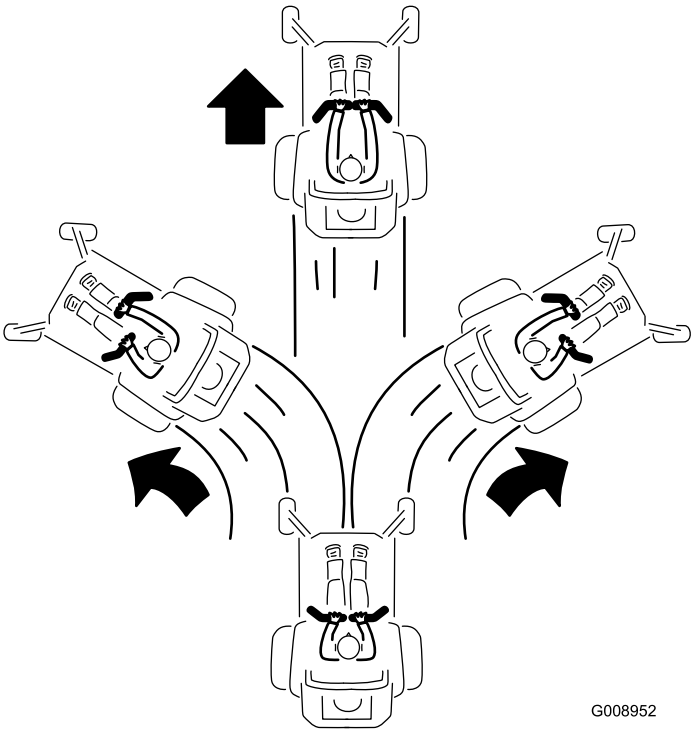

Figur 24
3. Kør fremad ved langsomt at skubbe bevægelseshåndtagene fremad (Figur 24).